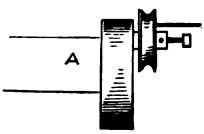

Fig. 5.
Carrier and Sliding Centre.—Fig. 5 is a most useful arrangement of ferrule and carrier, by Mr. Arthur Webb, suitable either for the Jacot tool or the turns. The ferrule runs on an arbor screwed to a disc which is fixed to an ordinary runner (A). The arbor of the ferrule is pierced to receive a very small runner, as shown, which has a head of brass in which the work is centred. This little runner may be drawn further out or pushed further into the arbor as required, and is kept in position by a set screw tapped into the head of the arbor.